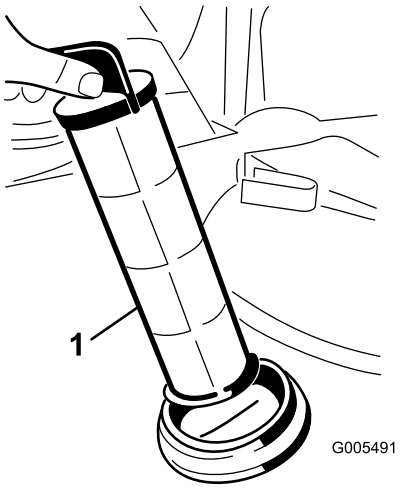

Figur 64
4. Træk sugefilteret ud af hullet (Figur 64).